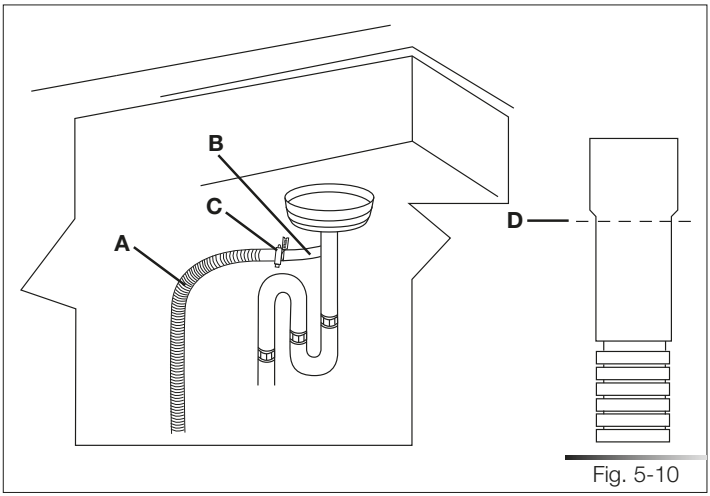

Fig. 5-10
1. Raccorder le tuyau d'évacuation du lave-vaisselle (réf. A fig. 5-10) au raccord en T (réf. B fig. 5-10) du circuit d'évacuation en utilisant un collier à vis* (réf. C fig. 5-10) de 38 à 50 mm (de 1-1/2 a 2") ; si nécessaire, couper l'extrémité du tuyau d'évacuation du lave-vaisselle (réf. D fig. 5-10) (ne pas couper dans la partie annelée).